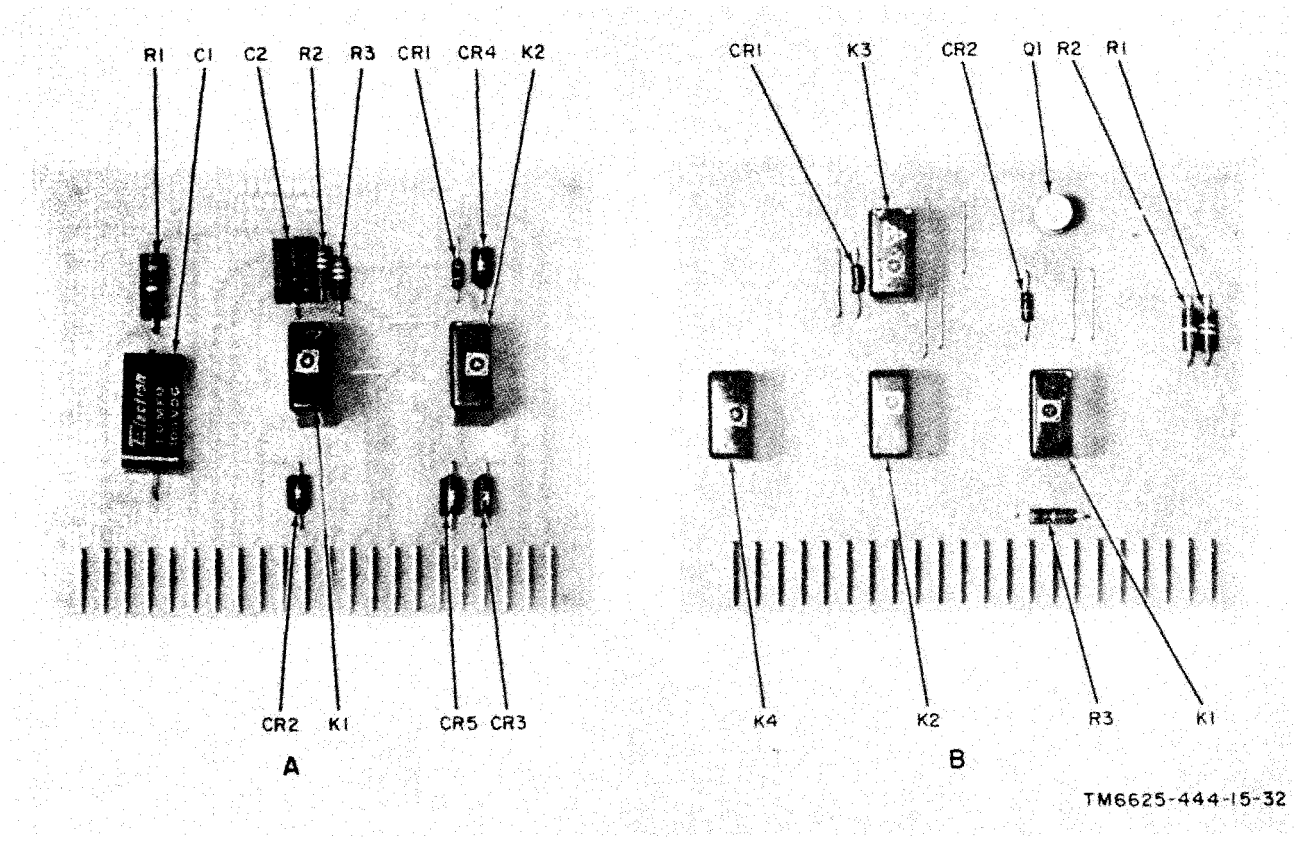

Figure 6-11. Two-relay and four-relay boards, parts identification.
(1) Check the relay action of all relays.
(2) Check the resistance of diodes.
(3) Ground pin 4 of the four-relay board (fig. 6-11).
(4) Apply +8 volts dc to pin 5 and -12 volts dc to pin 15. Observe that Q1 conducts and K1 and K2 are energized.
(5) Ground pin 6 and observe that Q1 turns off and K1 and K2 reenergize.